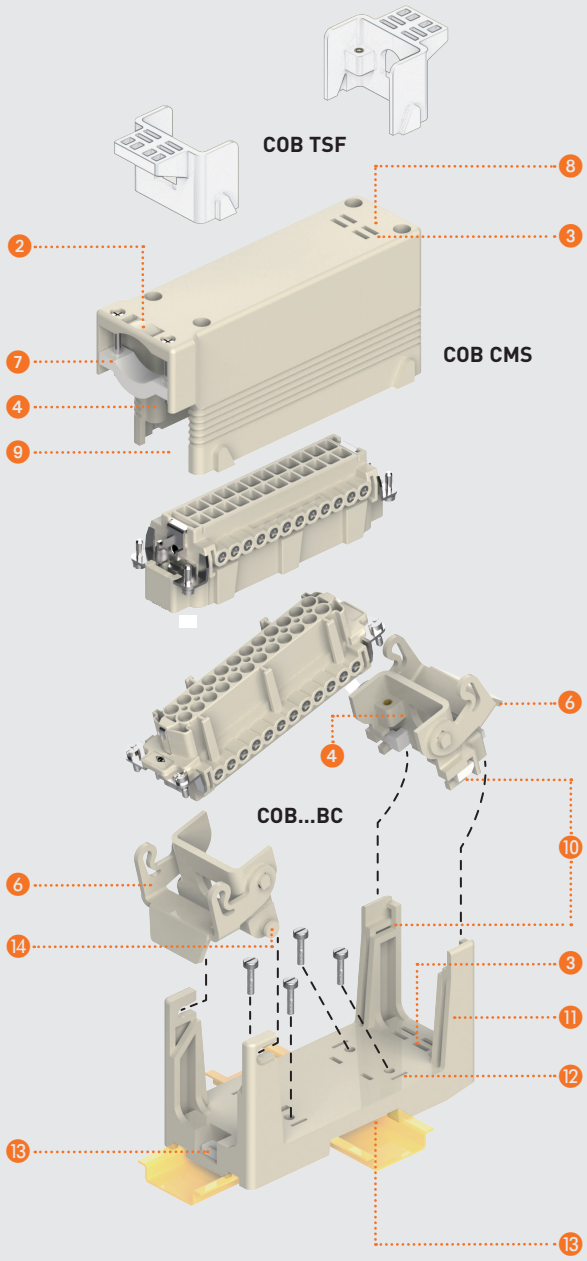

Figure 2
- **On DIN EN 60715 rails**, both lengthways and crossways to the support (**Figure 2**).
- **On fixed panels** using screws (**Figure 2**).